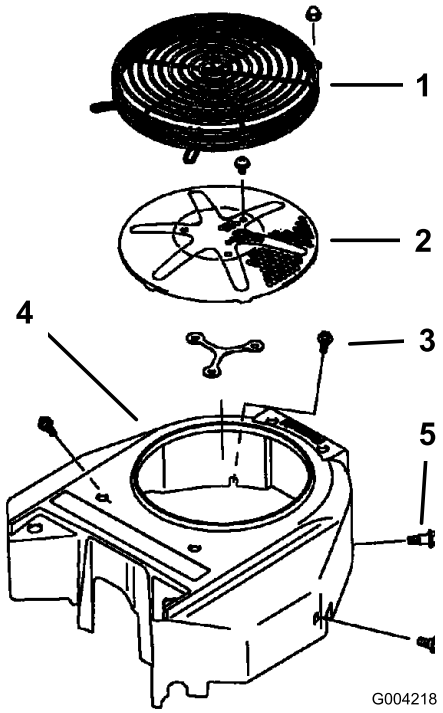

Figur 69
Før all bruk må du fjerne eventuell oppsamling av gress, skitt eller andre fremmedlegemer fra motorens luftinntaksskjerm. Dette vil bidra til å sørge for tilstrekkelig kjøling av motoren og riktig motorhastighet, og vil redusere muligheten for overoppheting og mekanisk skade på motoren (Figur 69).
3. Fjern luftinntaksskjerm, tilbakespolingsstarter og viftehus (Figur 69).
5. Monter luftinntaksskjerm, tilbakespolingsstarter og viftehus (Figur 69).